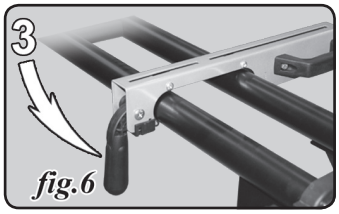

fig.6
6. Turn lever down to lock the saw mount in place (fig.6).
2. Use the 4 long bolts, washers and nuts (F) to attach the saw mount brackets to the miter saw.
3. The quick-release handles (3, fig.6) should be oriented towards the front of the saw with the carry handles to the outside.